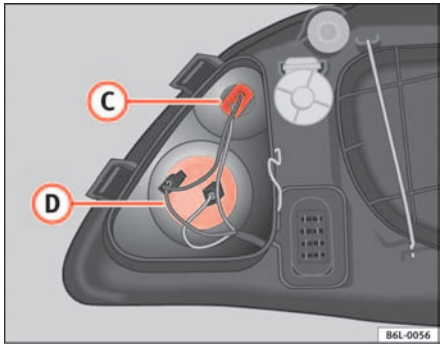

Fig. 147 Side lights
– Pull on the cables to release the lamp holder from the casing (C) ⇒ fig. 147.